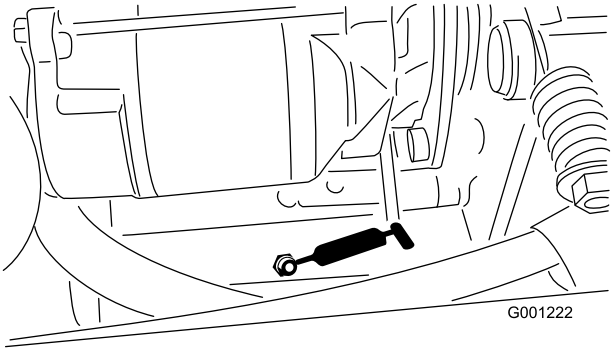

Figuur 39
- Draaipunt van verlengstuk van aftakas (Figuur 39)
- Lager van aftakas, achter (Figuur 39)